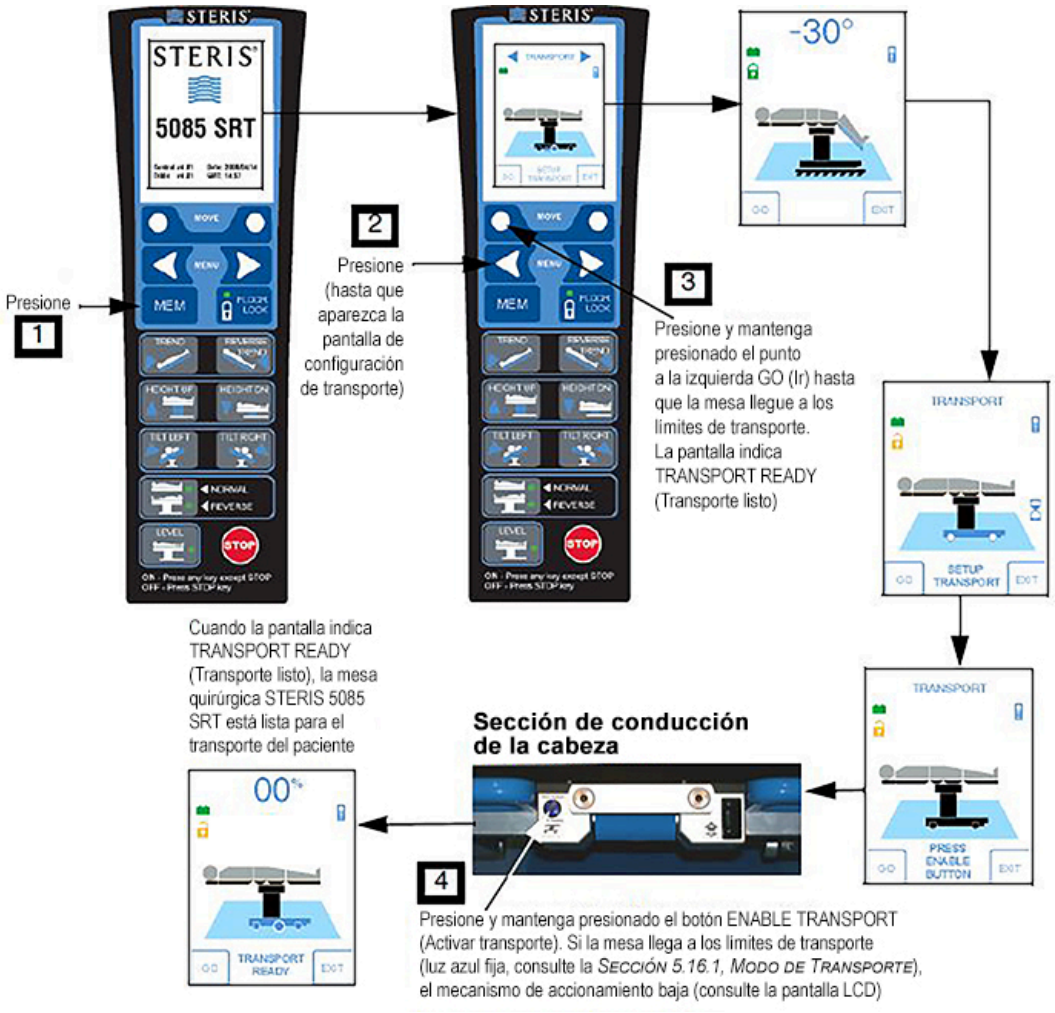

Figura 5-1. Transporte del paciente, modo automático
7. **Transporte al paciente como se muestra en la *Figura 5-1* (modo automático) o en la *Figura 5-2* (modo manual).**